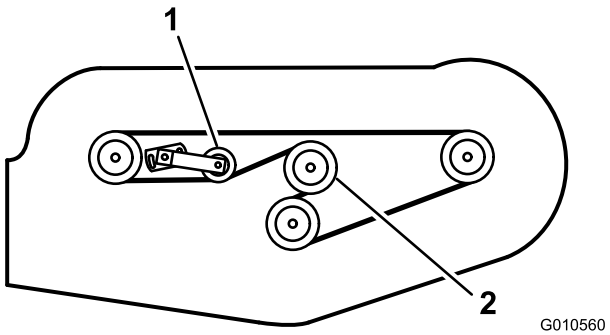

Figur 29
6. Montera en ny rem runt växellådans remskiva, spindelremsskivorna, den stationära mellanremsskivan och den justerbara mellanremsskivan (Figur 29).